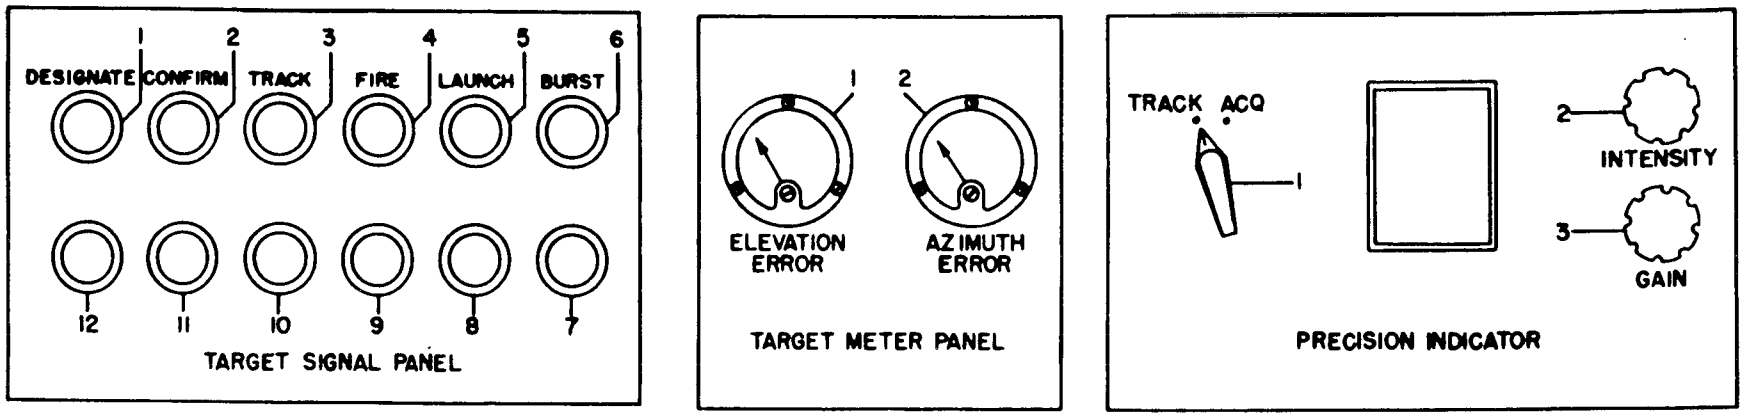

*Figure 28. Target signal panel, target meter panel, and precision indicator.*
(3) Figure 28 and tables XXII, XXIII, and XXIV show the indicators and controls on the target signal panel, the target meter panel, and the precision indicator.